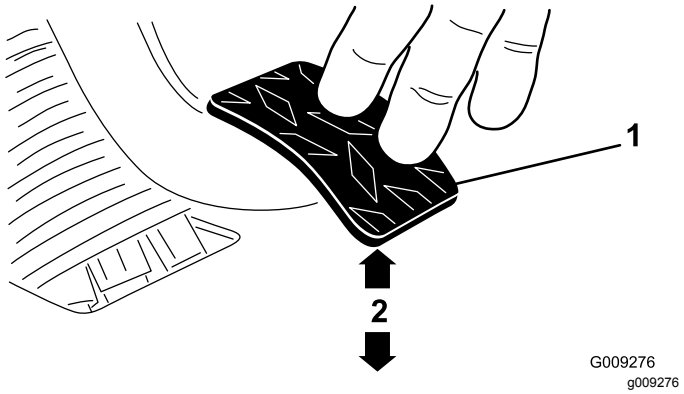

**Bild 64**
3. Stellen Sie die Klemmmuttern oder das Kugelgelenk ein, bis sich die hintere Kante des Kupplungspedals 9,2 cm bis 9,8 cm von der Oberseite des Bodenplattensternmusters befindet, wenn Sie eine Kraft von 1,8 kg auf das Pedal aufbringen (Bild 64).